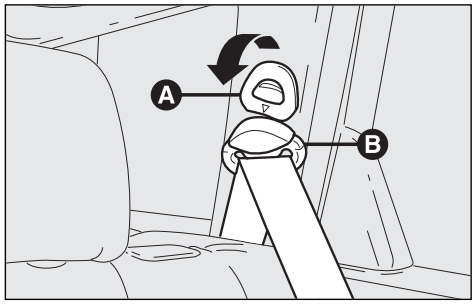

fig. 46
To adjust the belt, use handle (**A-fig. 46**) (front seat belts) or (**A- fig. 47**) (rear side belts, Sportwagon versions only) as shown by the arrow and raise or lower the rocker ring (**B**) to the most suitable of the possible positions. After adjusting, release handle (**A**).
After adjustment, always check that the slider (B) is anchored in one of the positions provided. To do this, with the button (A-fig. 46) or (A-fig. 47) released, exert a further pressure to allow the anchor device to catch if release did not take place at one of the preset positions.